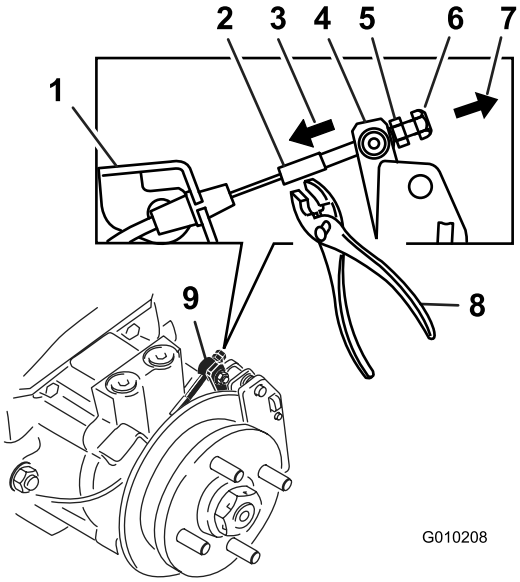

Figur 75
9. Skub kaliberarmen frem udelukkende med hænder og fingre for at aktivere bremseklodserne på rotoren, indtil grebet stopper (Figur 75).
10. Hold grebet i den standsede position, og brug den anden hånd eller fingrene til at trække kablets gevindende stramt gennem drejeleddet. Drej standardmøtrikken op mod drejeleddet (Figur 75).